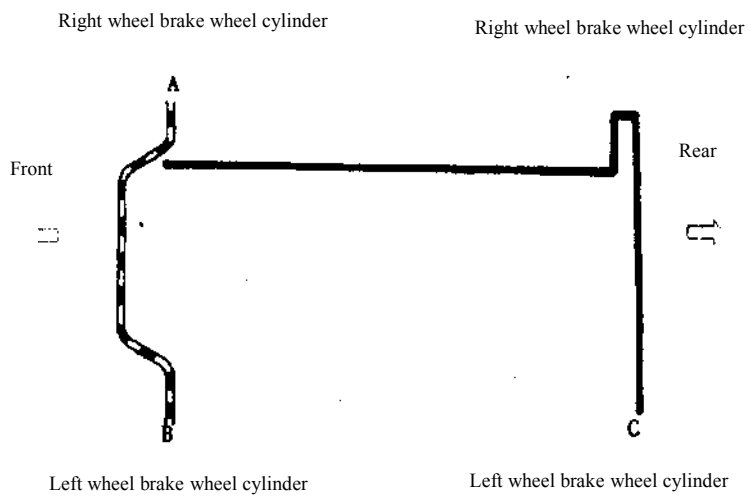

Fig.3.7-30
① If the brake hose of the front wheel brake pipe or hoses are separated, air in the left and right front wheel brake system must be exhausted.
② If the rear wheel brake pipe or brake pipe or hose on brake wheel cylinder are separated, air in the left and rear brake wheel cylinder must be exhausted.
③ However, if there is air in the brake master cylinder, brake oil cylinder, hose, five body and the hydraulic system, air shall be exhausted through the parts of "A", "B" and "C" as is indicated in Fig.3.7-30 from the hydraulic system. The exhaust shall start from the brake wheel cylinder which is the farthest from the brake master cylinder. The steps are as follows,